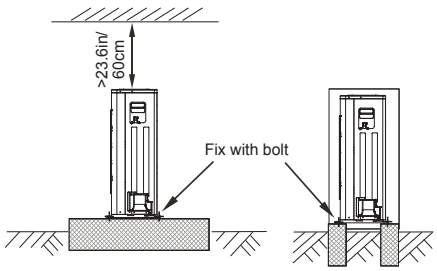

Fig.6-5
- Make a concrete foundation according to the specifications of the outdoor units.*(Refer to Fig.6-5)*
- Fasten the feet of this unit with bolts firmly to prevent it from collapsing in case of earthquake or strong wind.*(Refer to Fig.6-5)*